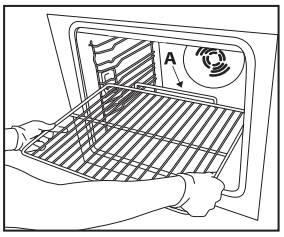

Fig. 1
1. Før risten vandret ind med den hævede del "A" vendt opad (Fig. 1).